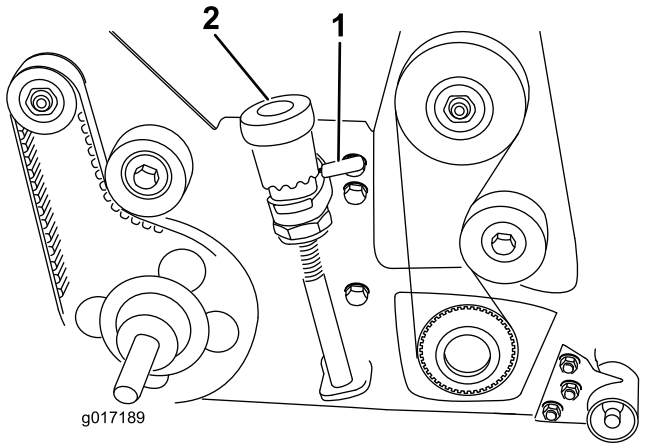
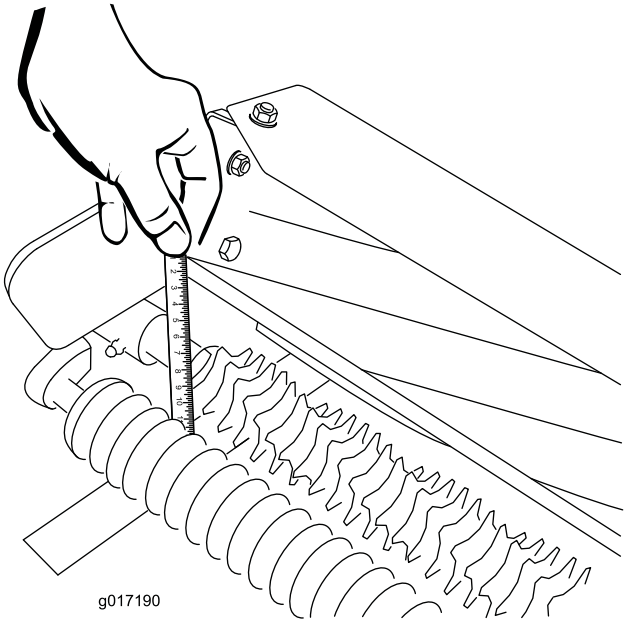

Figur 13
Figur 14
2. Bruk hurtig-opp-hendlene (begge sider) for å senke spoletrimmeren i trimmestilling (Figur 13).
3. Mål avstanden fra laveste tupp av trimmerkniven til arbeidsflaten på en ende av spoletrimmeren (Figur 14). Løft og vri mikrojusteringsknotten (Figur 13) for å heve eller senke knivtuppen. Hvert hakk på justeringsknotten tilsvarer ca. 0,17 mm av trimmerdybde.
Viktig: Ved transport av maskinen, påse at du hever spoletrimmeren til transportstilling (hevet). For å heve spoletrimmeren, vri høyre og venstre hurtig-opp-hendel slik at de vender bakover (Figur 13)`. For å senke spoletrimmeren, vri hurtig-opp-hendlene fremover.